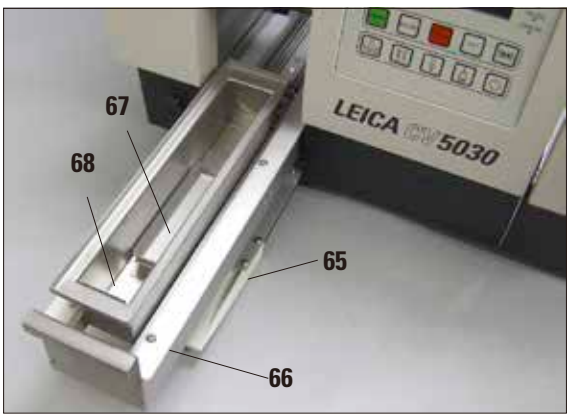

図 30
- ローディング槽（**68**）を挿入用待機槽に挿入し、同梱の槽インサート（図 30、**67**）を挿入します。
- 封入剤に適合する溶剤をローディング槽（図 30、**68**）に満たします。液位がスライドのラベルフィールドにまで達するようにします。